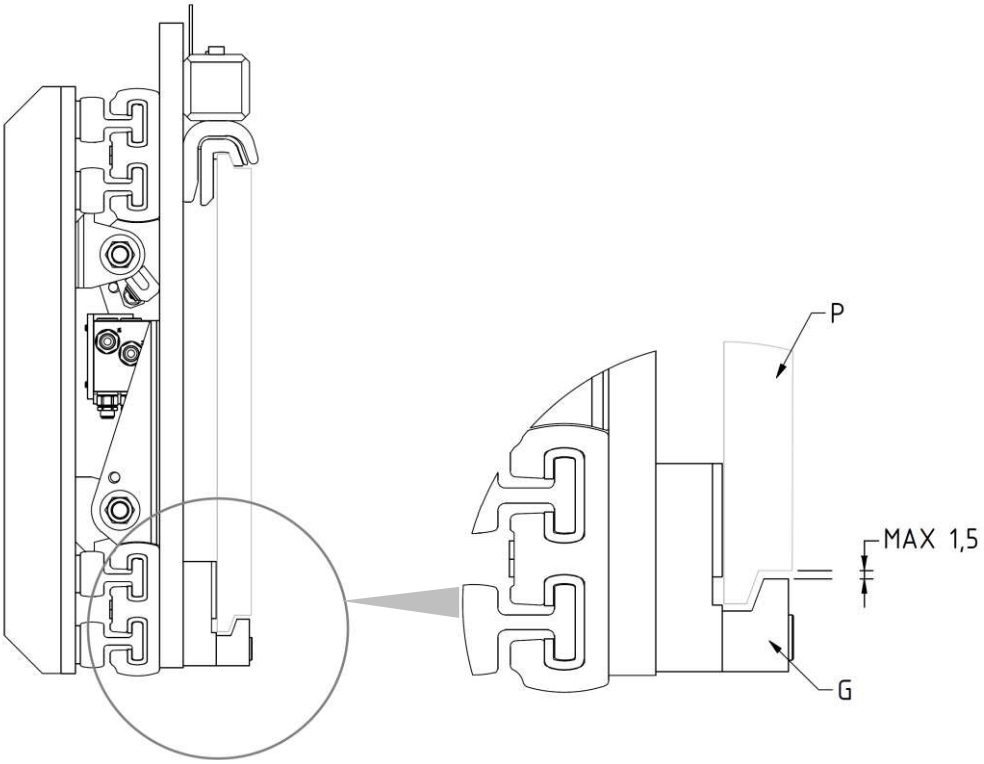

Figura 8
9. Atornillar los dos ganchos inferiores **G** para que su cuerpo quede enganchado debajo a la placa porta horquillas **P** (con un juego máximo de 1,5 mm, mira *Figura 8* apretando con el par de apriete indicado en la *Tabla 4*.
3. Verificar la holgura entre la parte inferior de la plancha porta horquillas y los ganchos inferiores del equipo, verificando que sea como se indica en *Figura 4* (pag.*14*) y en *Figura 8* (pag.*14*) y, si es necesario, invervenir en el apriete de los tornillos que los sostienen.